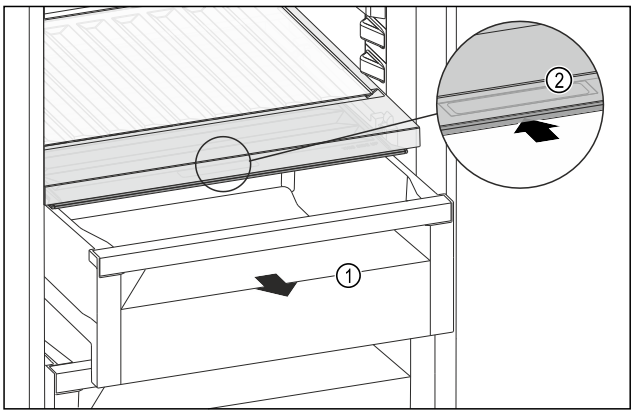

Fig. 121
- ▶ Dra ut utdragslådan *Fig. 121 (1)*.
- ▶ Ta tag i fördjupningen *Fig. 121 (2)* på facklocket och skjut samtidigt facklocket bakåt.